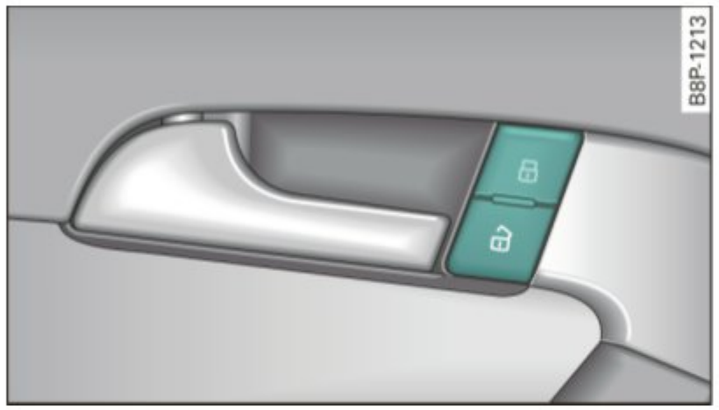

Fig. 28 Driver's door: power locking switch
– Press lower part of the power locking switch ⇒ fig. 28 ⇒ ⚠.